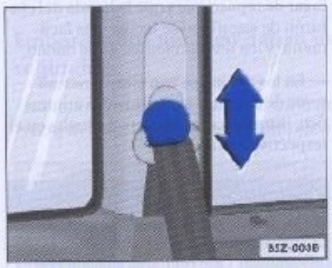

Fig. 20 Ubicación del regulador en altura del cinturón de seguridad
– Presione el dispositivo para regular la altura ⇒ fig. 20.